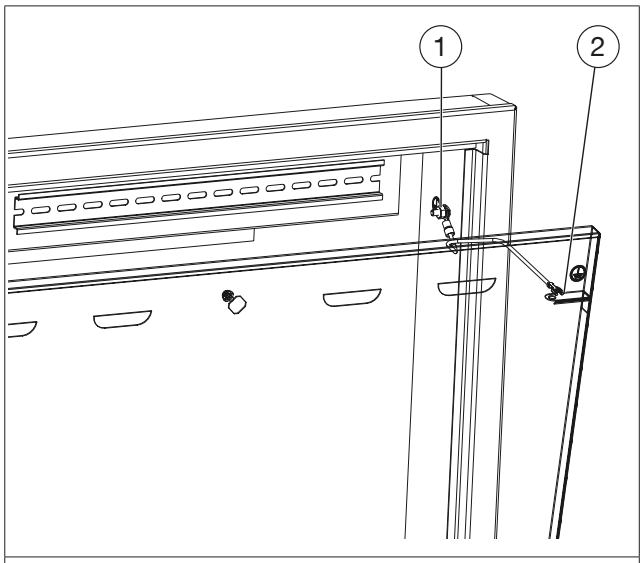

Abb. 8: Erdung der Tür
1. Verbinden Sie den zentralen Erdungspunkt (siehe Abb. 8 auf Seite 10 (1)) über ein Kabel mit der Potentialausgleichsschiene des Gebäudes.
i	Der zentrale Erdungspunkt befindet sich an der rechten Seitenwand des Aufrputzschrankes (siehe Abb. 8 auf Seite 10).
2. Verbinden Sie ebenfalls den Erdungspunkt der Tür (siehe Abb. 8 auf Seite 10 (2)) mit dem zentralen Erdungspunkt (1).